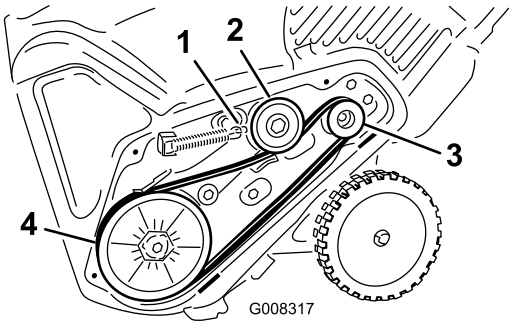

Figur 37
5. Monter den nye drivrem, og før den som vist i (Figur 37).
8. Monter bremsefjederen på styrearmen (Figur 37).